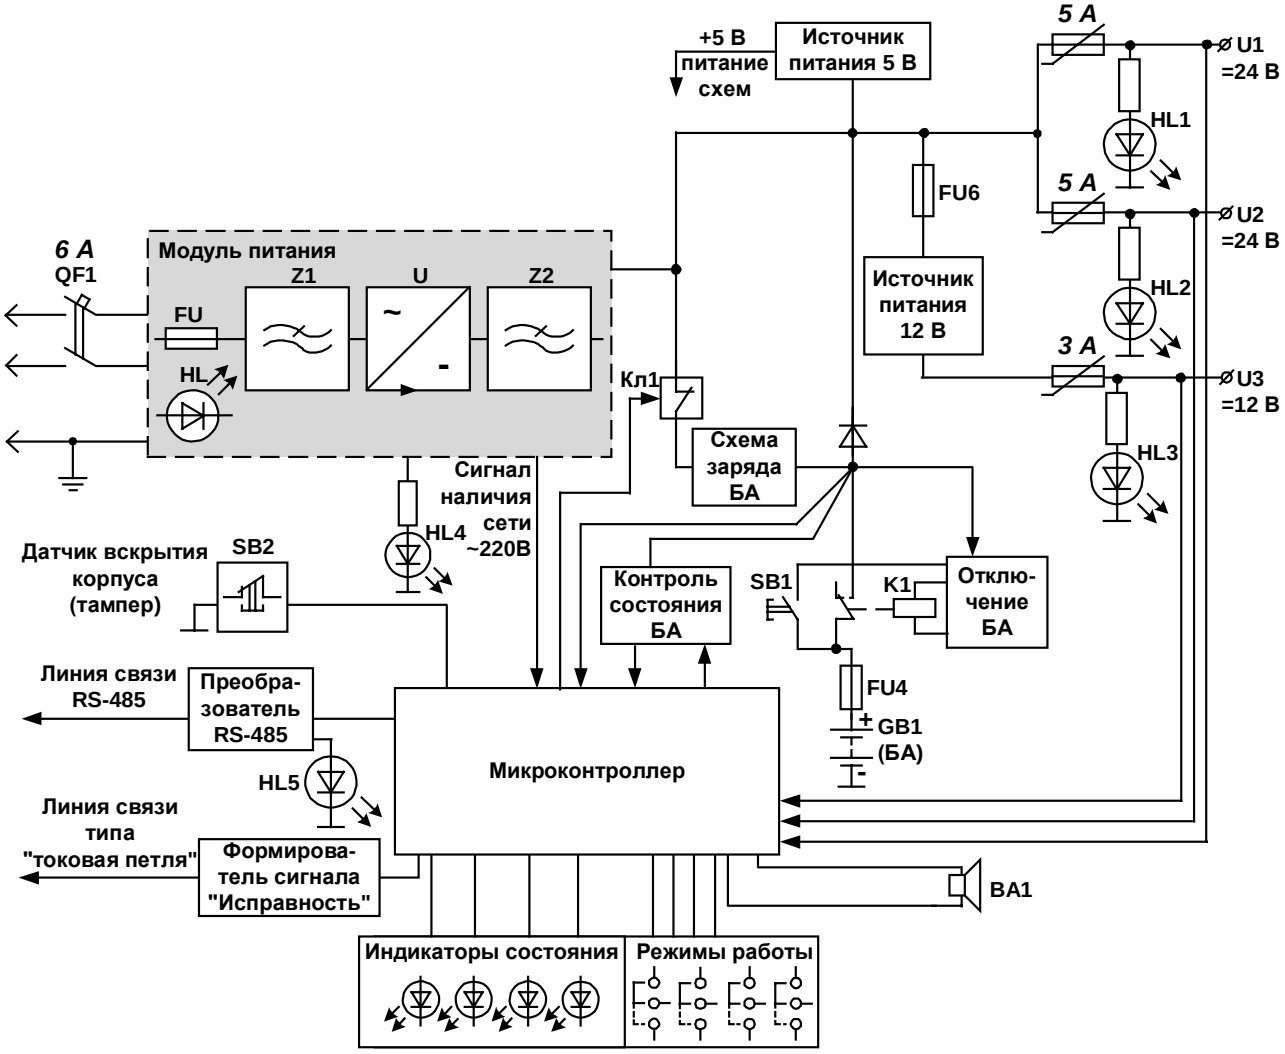

Рис. 1 Электрическая функциональная схема ИБП
4.2 Электрическая функциональная схема ИБП представлена на Рис. 1. В ее состав входят следующие узлы и блоки: